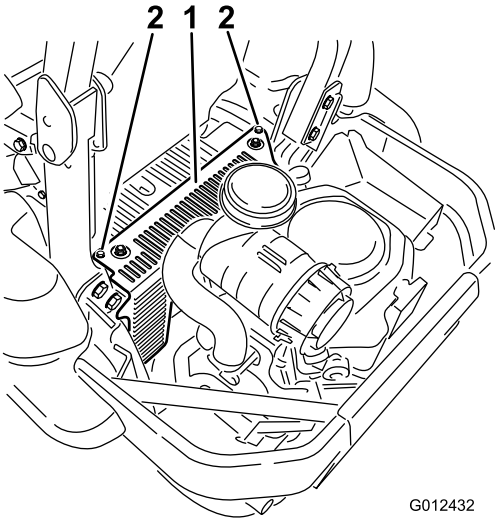

Figur 57
3. Ta bort de två skruvarna till hydraulenhetens hölje (Figur 57). Du kan nu komma åt det främre tändstiftet.
5. Montera hydraulenhetens hölje på vänster sida (Figur 57).